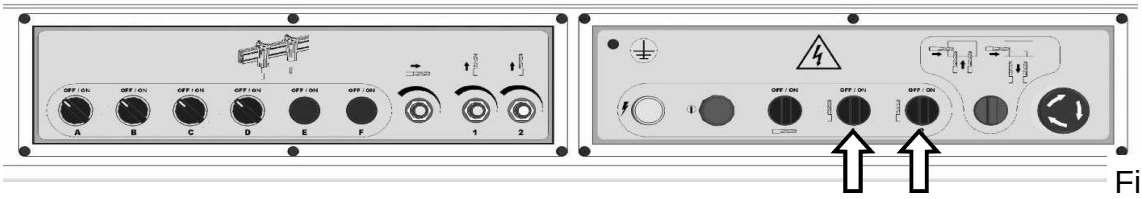

Fig. 9
- 9) switches for inserting vertical head into drilling cycle (see fig. 9)